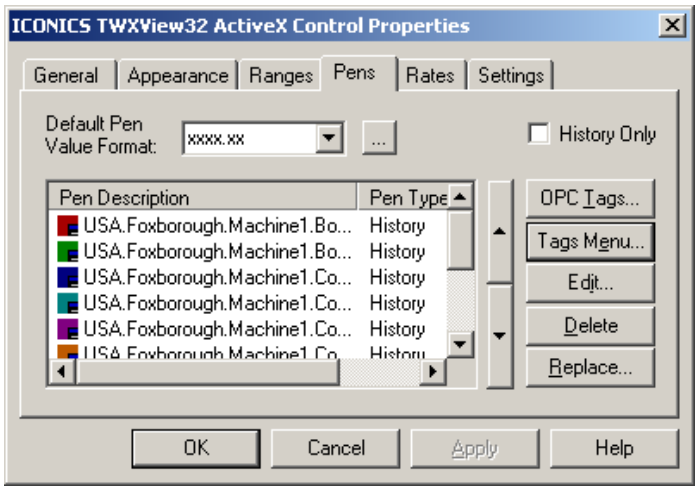

Figure L11.5 - Adding the Pens
4. Select Machine1 in the navigation tree on the left, right mouse click and select "Enter Up." All the tags under Machine1 should be added to the upper pane. Click on "OK" to return to the properties window which now has ten tags added to the list as depicted in Figure L11.5.